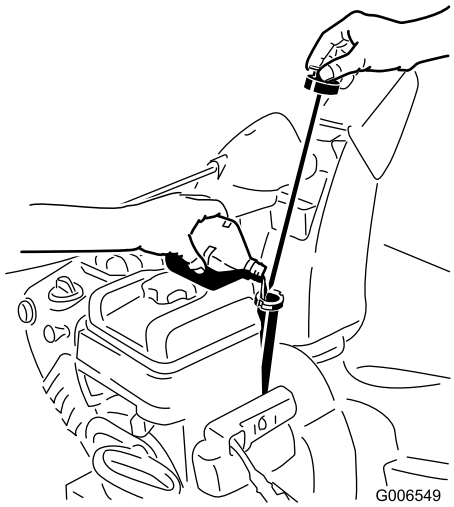

Figur 41
2. Ta ut oljestickan och kontrollera oljenivån (Figur 41). Fyll på olja om oljenivån ligger under markeringen ”Add” på stickan. Se avsnittet Fylla på olja i motorn.